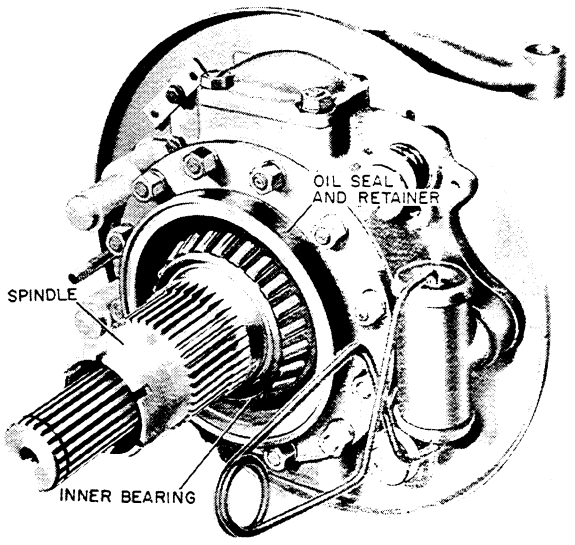

Figure U-27
1. Remove the inner bearing, oil seal and retainer from the spindle, Figure U-27.
2. Also remove the spindle stud nuts and washers, Figure U-27. Then slip the spindle off the axle shaft, Figure U-27.